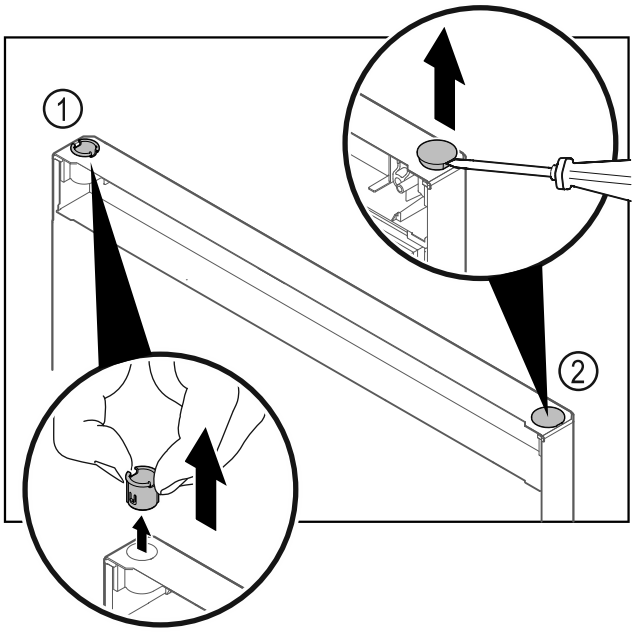

Fig. 18
- ▶ Extrageți bucșa balamalei *Fig. 18 (1)* cu degetele.
- ▶ Ridicați dopul de acoperire *Fig. 18 (2)* cu precauție cu o șurubelniță dreaptă și extrageți-l.